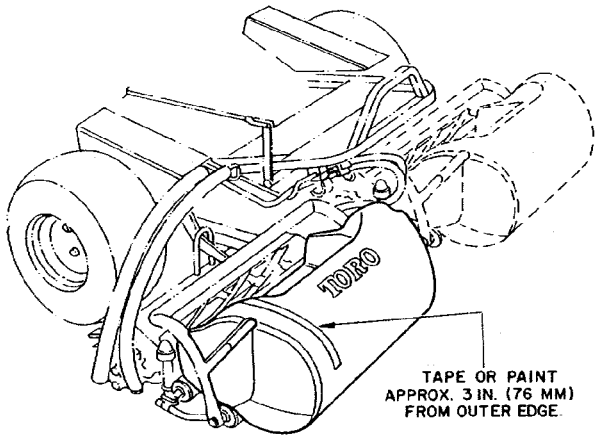

Figure 2
A. Measure in approximately three inches (76 mm) from the outer edge of each basket (Fig. 2).